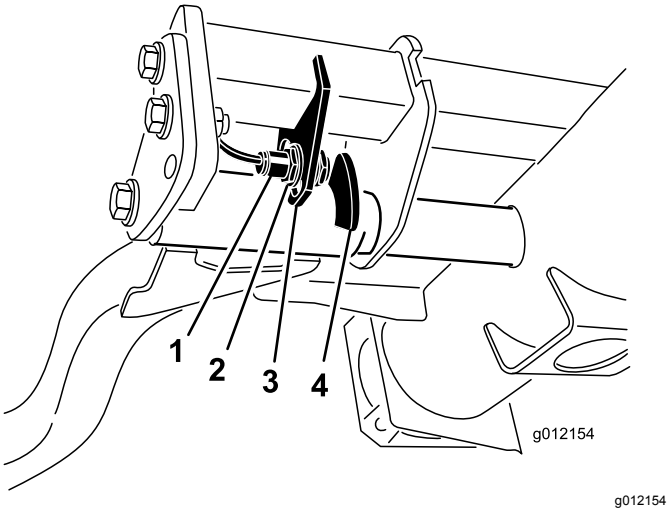

Figur 32
2. Lyftarmsbrytaren sitter under hydraultanken, bakom den främre, högra lyftarmen (Figur 32).
3. Lossa brytarens fästskruvar och flytta ned brytaren för att öka lyftarmens vändhöjd, eller flytta upp den för att minska vändhöjden (Figur 32).